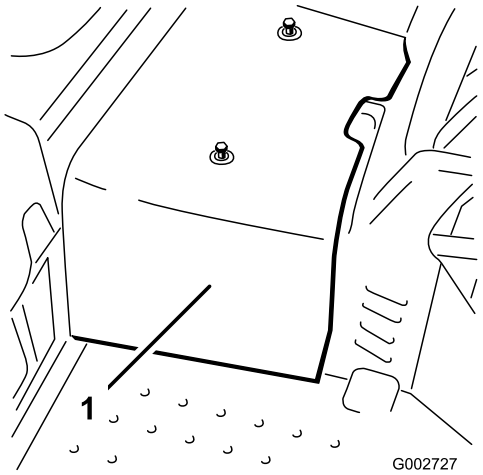

**Figur 32**
2. Lossa de två skruvarna som fäster mittskyddet vid maskinen och ta bort skyddet (Figur 32).